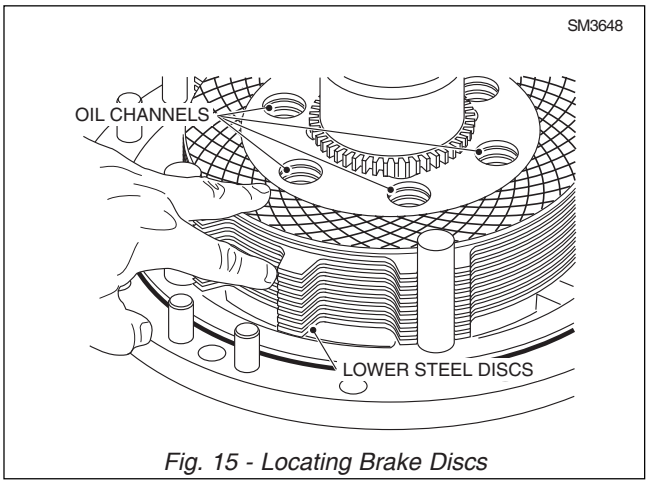

Fig. 15 - Locating Brake Discs
12. Assemble alternately; inner discs (37) with steel discs (36). Ensure that all oil channel holes line up and that one of the oil channels is in the top position. Refer to Fig. 15